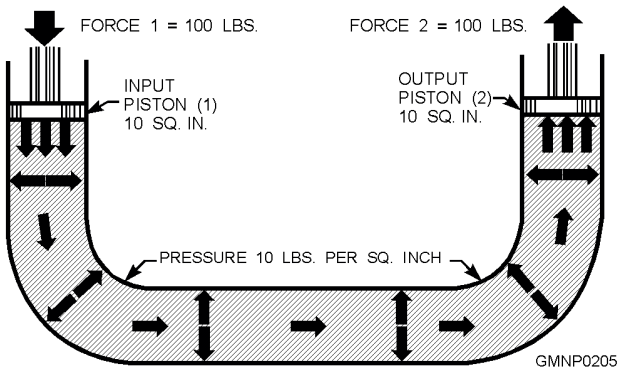
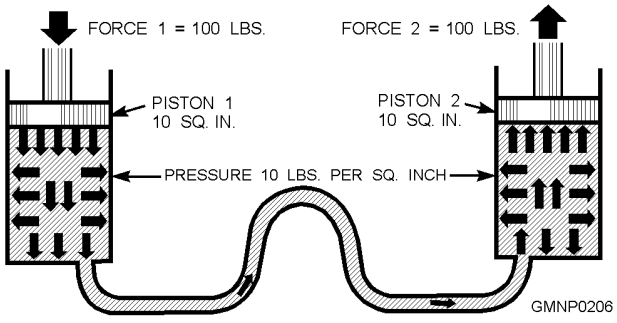

**Figure 4-13.—Force transmitted through fluid.**
**Figure 4-14.—Transmitting force through a small pipe.**
Let's deal first with the transmission of applied force. There are two qualities of fluid that make them useful as a means to transmit force. They are (1) they take the shape of their containers and (2) they are not compressible. Therefore, pressure applied to a fluid in a closed container will be felt equally against the entire inside surface of the container. The force is transmitted equally in all directions as illustrated in figure 4-13. This is true regardless of the shape of the container. This means that it is not necessary for the tube connecting the two pistons to be as large as the pistons throughout. A connection of any size, shape, or length will do, as illustrated in figure 4-14. The size of the line, however, will determine the volume of fluid flow, which, in turn, affects operating speed.
In figures 4-13 and 4-14, the systems contain pistons with the same area. This makes the output force equal to the input force. Remember what we said earlier—the force applied is transmitted to all surfaces